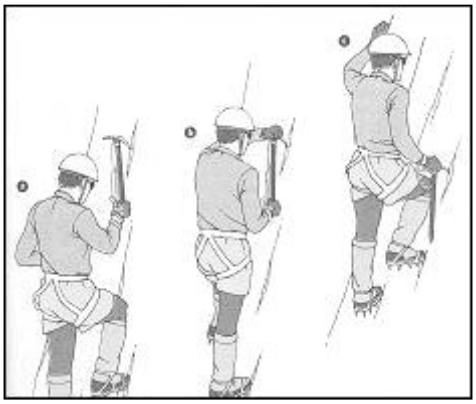

Figure 21-25
b. Ascending with an Axe. (Fig 21-25)
(1) Low Dagger Position.